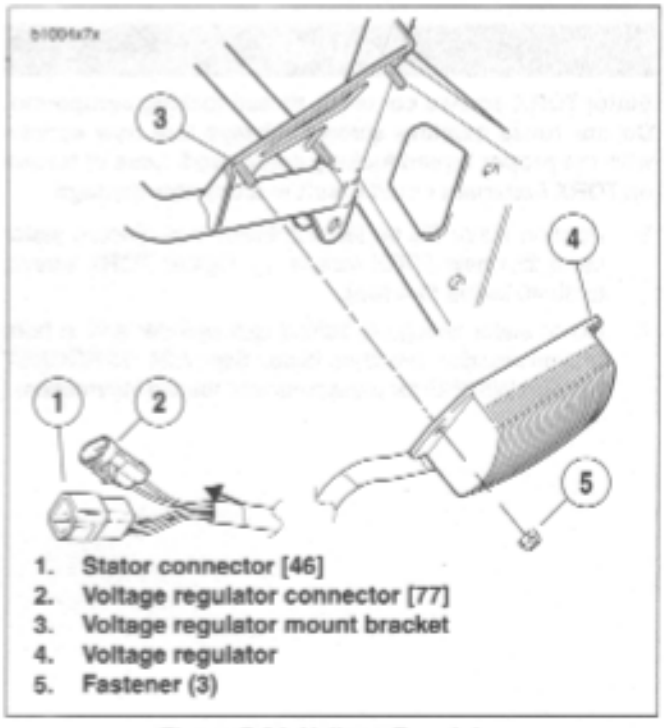

Figure 7-34. Voltage Regulator
3. See Figure 7-34. Disconnect stator connector [46] (1) and voltage regulator connector [77] (2) located under sprocket cover. See 7.24 SPROCKET COVER WIRING.
4. Remove fasteners (5) and voltage regulator (4) from bracket (3).
1. See Figure 7-34. Attach **new** voltage regulator (4) to bracket (3). Tighten **new** fasteners (5) to 48-60 **in-lbs** (5.4-6.8 Nm).
2. Connect stator connector [46] (1) and voltage regulator connector [77] (2) located under sprocket cover. See 7.24 SPROCKET COVER WIRING.